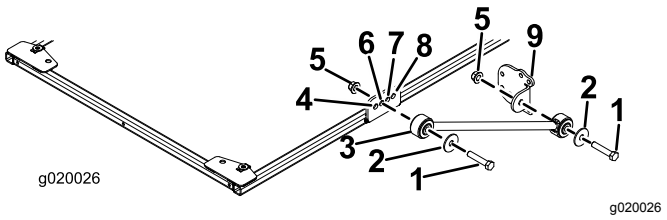

Figure 14
7. On each side of the sunshade frame, loosely mount a brace to the second hole of the brace bracket with a bolt (1/2 x 2-1/2 inches), washer (1/2 inch), and flange nut (1/2 inch) as shown in Figure 14.
8. Loosely install a brace bracket to each brace with a bolt (1/2 x 2-1/2 inches), washer (1/2 inch), and flange nut (1/2 inch) as shown in Figure 14.